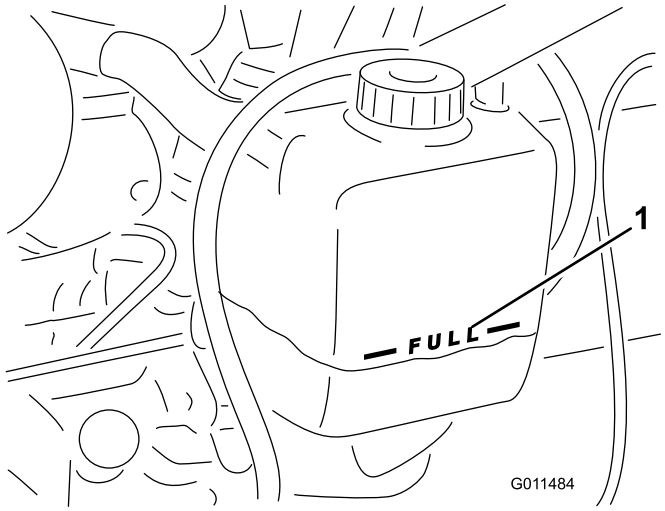

Figura 10
1. Retire cuidadosamente el tapón del radiador y el tapón del depósito de expansión (Figura 10).